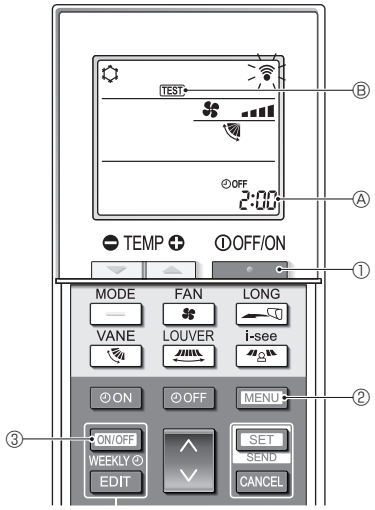

Fig. 7-5
7.2.2. Uso del comando a distanza senza filo (Fig. 7-5)
■ **Prova di funzionamento (Fig. 7-5)**
1. Premere il pulsante [ ] ① per arrestare il condizionatore d'aria.
- Se il timer settimanale è attivo (WEEKLY è acceso), premere il pulsante [ON/OFF WEEKLY] ③ per disattivarlo (WEEKLY è spento).
2. Premere il pulsante [MENU] ② per 5 secondi.
3. Premere il pulsante [MENU] ②.